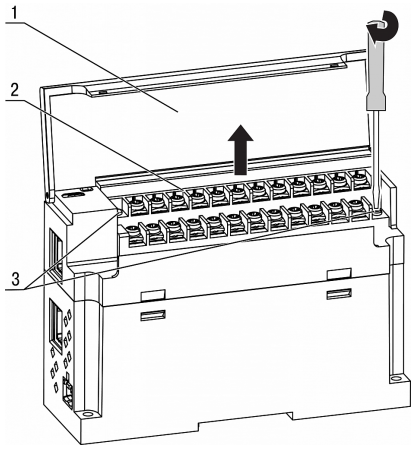

Fig. 5.2 Device replacement
Device replacement (Fig. 5.2):
Plug-in terminal block for power supply and removable terminal block for I/O connections enable quick and easy replacement of the device (see Fig. 5.2).
- remove the terminal blocks without disconnecting the connected wires (Fig. 5.2)